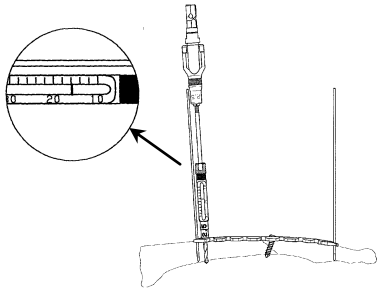

図 3
2) プレート最近位ホールに 2.5 ドリルスリーブを装着し，イメージインテンシファイヤー（X 線透視）で確認しながら，2.5 ドリルにてドリリングします．（図 3）